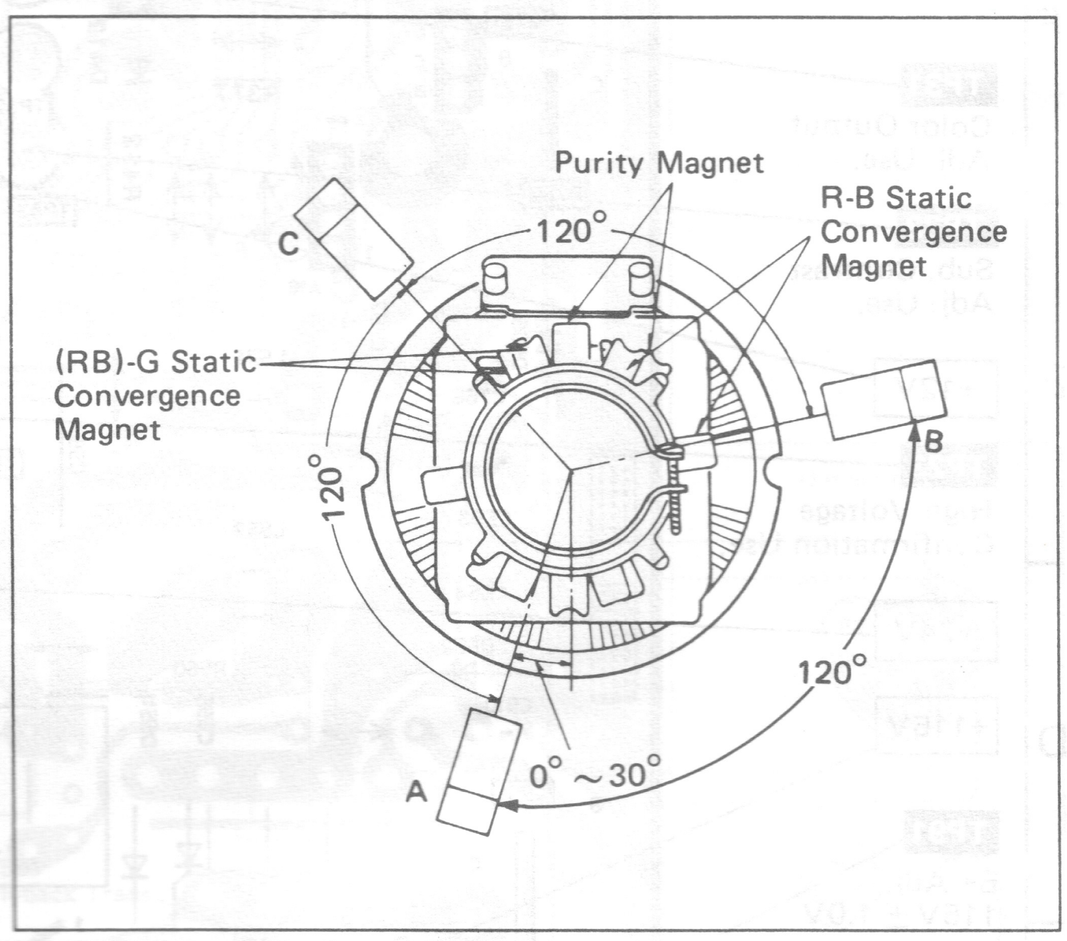

Fig.18
6. Remove the DY wedges (see Fig. 18) and slightly tilt the deflection yoke vertically and horizontally to obtain good overall convergence.
7. Fix the deflection yoke by reinserting the wedges. (See Fig. 18).
1. Wedge A shown in Fig. 18 should be fixed within a range of 0° ~ 30° to the left of the vertical line as shown.